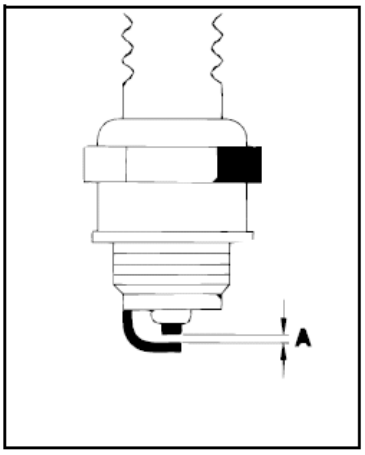

Rys. 32
3. Sprawdź odstęp między elektrodami (Rys. 32, poz. A). Prawidłowy powinien wynosić 0,5-0,6mm.